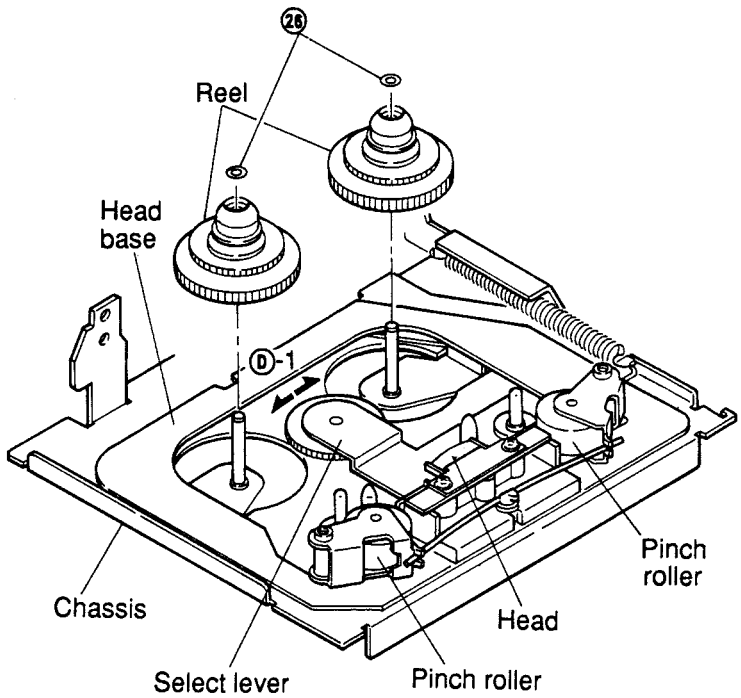

Figure 19
(1) Remove M1.7 lock washers ㉖ (Refer to figure 19).
(2) Move the select lever in the direction marked Ⓓ-1 in the Figure and remove the reel by gripping the reel gear as shown in Figure 19.
(3) After replacement, mount the new reels following the removal steps in the reverse order.
(4) After mounting, check the tape speed and the wow and flutter with test tape MTT-III.